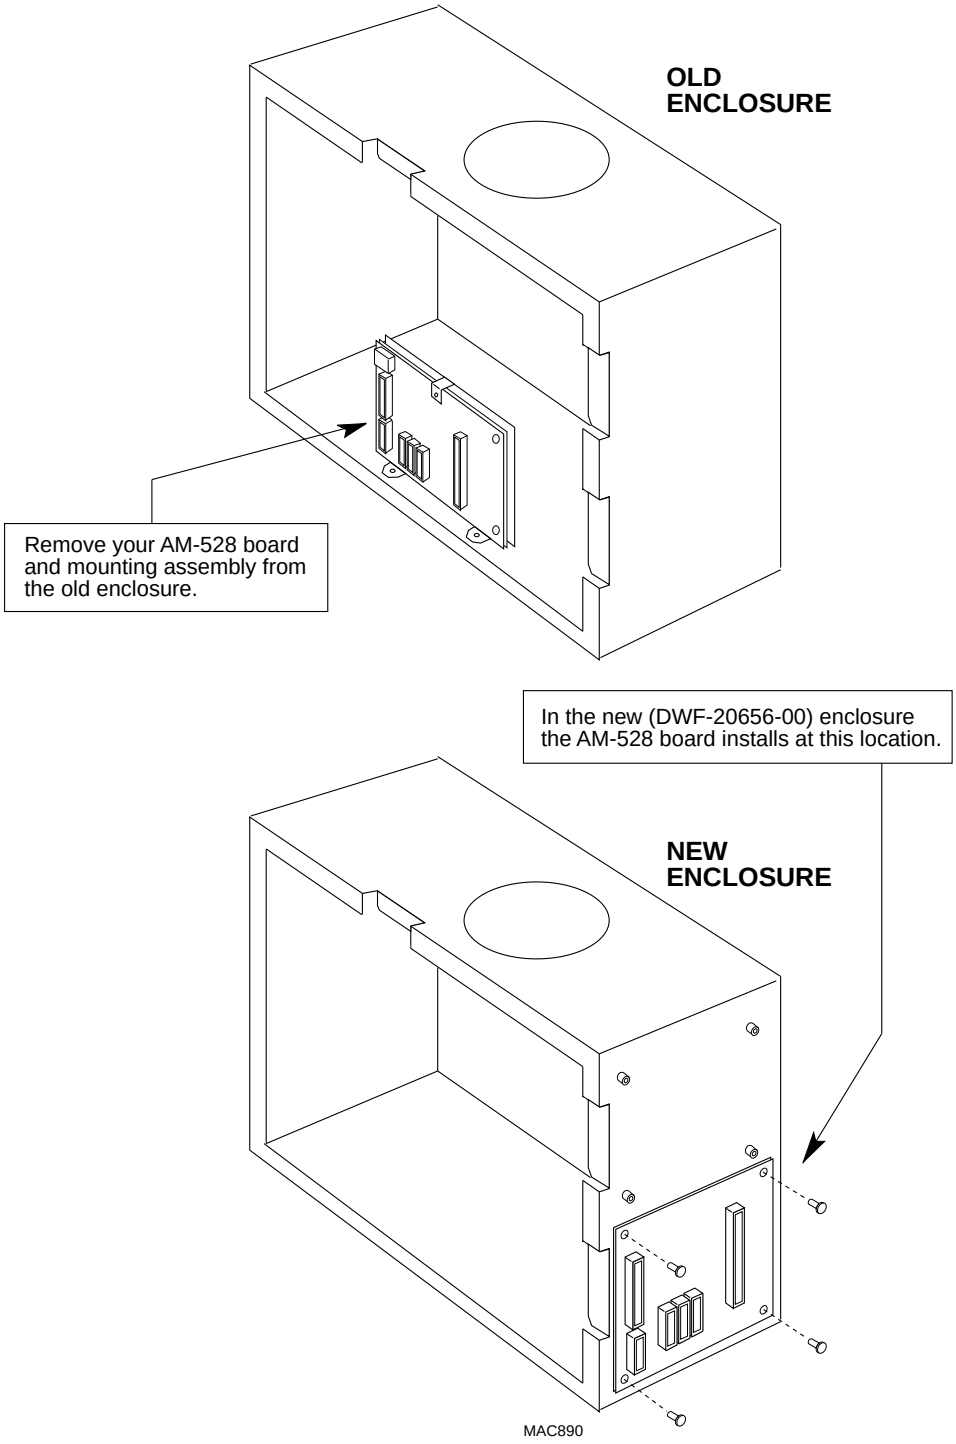

Figure D-5. AM-528 Installation
6. If you will be reusing your AM-528 board (which also means you will be installing an AM-520 board), the AM-528 board will need to be installed on the new enclosure as shown in Figure D-5. The upgrade kit includes a longer 60-pin cable (DWB-10178-01) for making the connection between the AM-520 board and the re-positioned AM-528 board.